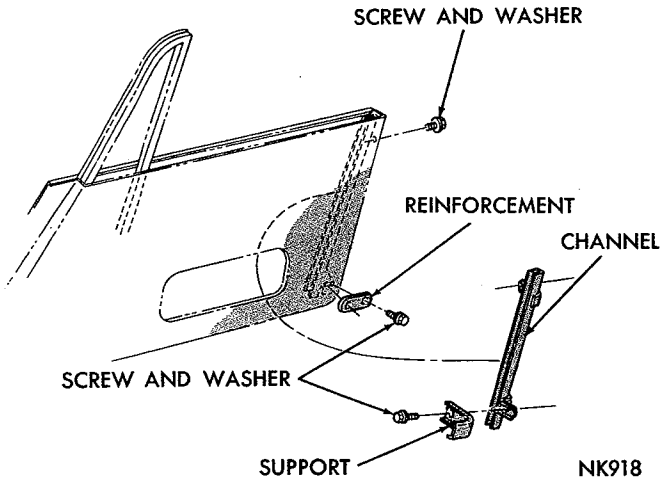

*Fig. 103—Glass Run Channel—2 Door*
screw from upper end of run channel door face (Fig. 103).
(1) Position run channel and support into door assembly and install upper attaching screw at door face (Fig. 103).
(2) Position support at bottom of channel to inside panel and insert tab into slot.
(3) Install reinforcement plate at lower end of rear channel.
(4) Move door glass rearward and engage it in run channel.
(5) Tighten the vent wing attaching screws and stud nut.
(6) Adjust door glass and vent wing assembly.